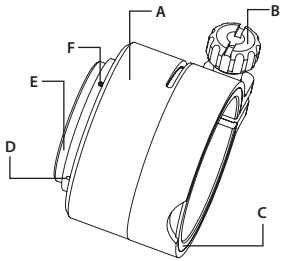
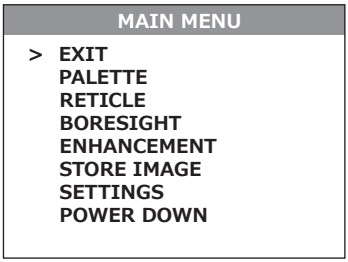

FIGURE 3-11. SCOPE MOUNTING SYSTEM
FIGURE 3-21. MAIN MENU
Install the Apollo PRO on the lens of a day scope as follows (refer to Figure 3-11):
3. Using a screwdriver, remove the M2×2.5 screws (F, Figure 3-11) and then unscrew the ring (E).
To loosen the ring (E, Figure 3-11), use the two auxiliary non-threaded holes (D). DO NOT USE the threaded ones.
4. Using a lathe or other precision cutting tool, cut the inside face of the ring (E, Figure 3-11). The value of cuts (in millimeters) should be equal to the value of the turning angle (in angular degrees) divided by 360°.
5. Screw the ring (E) into the SMS's body with its cut end directed inwards. Tighten the screw.
6. After applying a small amount of threadlocker to the threads, affix the ring (E) using the two M2×2.5 screws (F).
Once the MAIN MENU is displayed (Figure 3-21), use the UP (1) and DOWN (2) buttons (Figure 3-11) to navigate through the items on the menu.